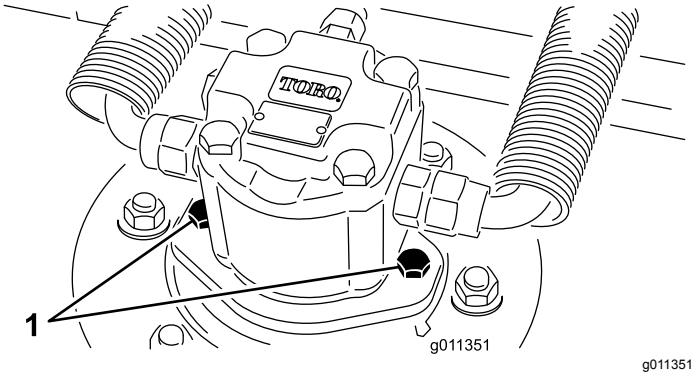

Figura 84
2. Desconecte el motor hidráulico y retírelo de la carcasa (Figura 84). Tape la parte superior del eje para evitar la contaminación.
4. Instale el motor hidráulico en la carcasa (Figura 84). Asegúrese de que la junta tórica está correctamente colocada y que no está dañada.